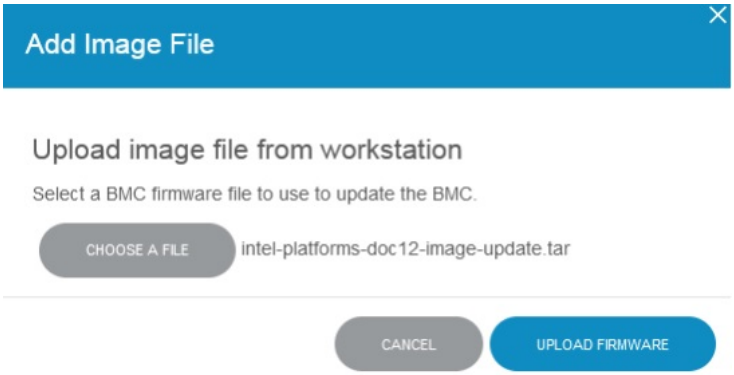

Рис. 84. Окно с активной кнопкой «UPLOAD FIRMWARE»
5) Нажмите на кнопку «UPLOAD FIRMWARE». Окно показано на рис. 84 Окно с активной кнопкой «UPLOAD FIRMWARE»